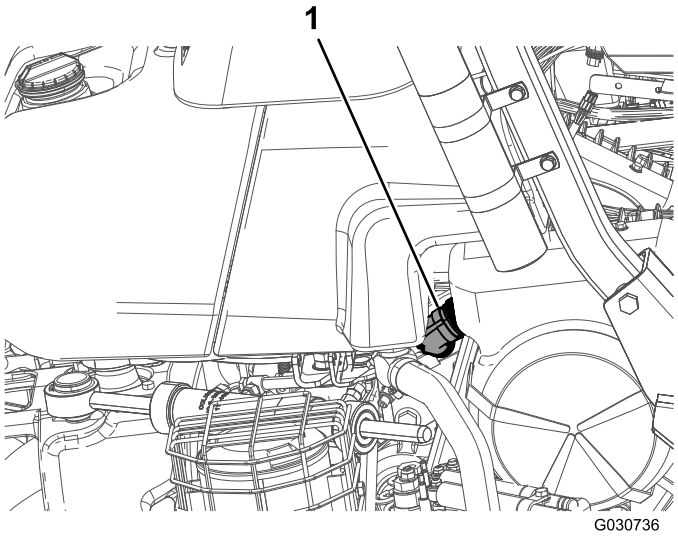

Figura 3
10. Desconecte la clavija del generador, que está situado cerca del motor (Figura 3).